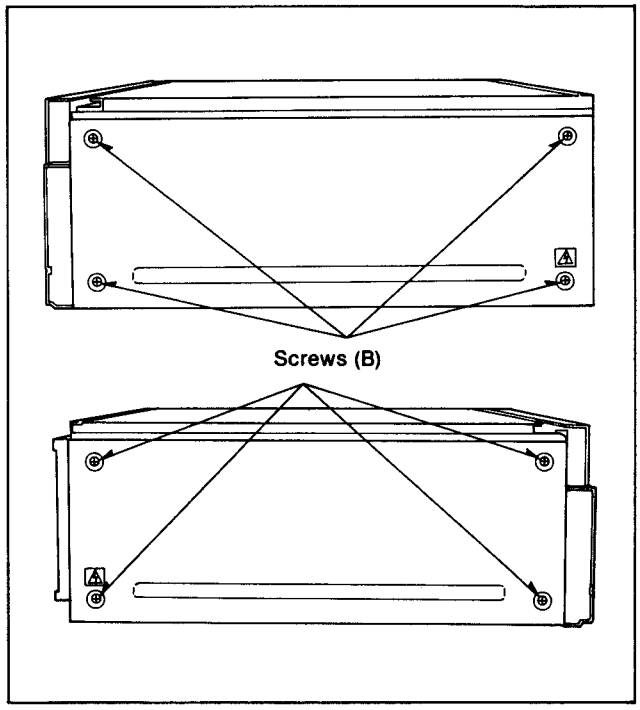

Figure D3
1. Unscrew the 8 screws(B) on the Side Panels (Figure D3).